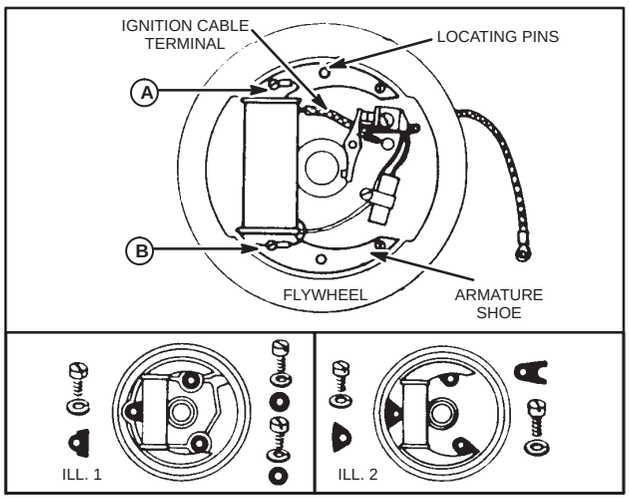

Fig. 27 – REPLACING ARMATURE
Remove armature wire from contact bracket. Remove the ignition cable from the terminal on the coil. Unscrew four armature mounting screws. Hold magneto plate and pry armature loose with a screwdriver. To test coil be sure to fasten both secondary ground loops (A and B) to the core, Fig. 27. The secondary of this coil is split and the ground wires are not connected inside the coil. Failure to fasten either or both of these ground wires will result in a weak or dead coil. Mount armature on the two (2) locating pins as shown in Fig. 27. Fasten armature to plate with four (4) mounting screws – with two (2) screws next to coil end inserted in loop A and B. Fasten ignition cable to terminal of coil. Dirt under the stop button spring in blower housing, or on air guide in some models, will cause a short. Check and clean.
NOTE: EARLY MODEL FH engines were not equipped with steel locking plates under mounting screws and lockwashers of magneto plates. This caused screws and lockwashers to become loose and damage the magneto. On magneto plates with reinforcing rib as shown in Fig. 27, Ill. 1, use locking plate, Part #69711 (NLA). On plates without reinforcing rib, use Part #69712 (NLA), Fig. 27, Ill. 2.